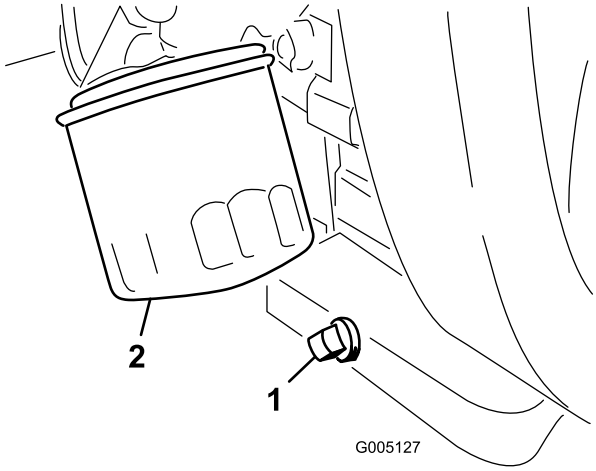

**Figur 44**
1. Fjern tappepluggen (Figur 44), og la oljen renne ned i et tappefat. Når oljen slutter å renne, setter du tappepluggen på igjen.
2. Ta av oljefilteret (Figur 44). Stryk et tynt lag med ren olje på den nye filterpakningen.